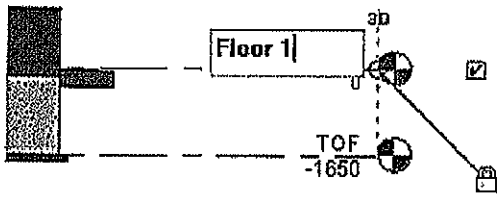

Figure 3–49
4. Select **Level 1** and change the *name* to **Floor 1** as shown in Figure 3–49.